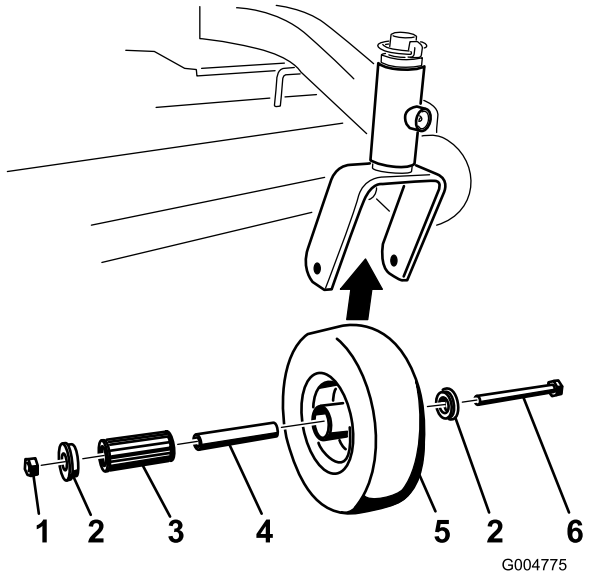

Figura 44
1. Retire la contratuerca y el perno que sujetan la rueda giratoria a la horquilla (Figura 44).
2. Retire un solo casquillo y tire del casquillo intermedio y del cojinete de rodillos para sacarlos del cubo de la rueda (Figura 44).
3. Retire el otro casquillo del cubo de la rueda y limpie la grasa y la suciedad del cubo de la rueda (Figura 44).
4. Inspeccione el cojinete de rodillos, los casquillos, el casquillo intermedio y el interior del cubo de la rueda para comprobar que no están desgastados. Cambie las piezas defectuosas o desgastadas (Figura 44).
5. Para montar el conjunto, coloque un casquillo en el cubo de la rueda. Engrase el cojinete de rodillos y el casquillo intermedio y deslícelos en el cubo de la rueda. Coloque el segundo casquillo en el cubo de la rueda (Figura 44).
6. Instale la rueda giratoria en la horquilla y fíjela con el perno y la contratuerca. Apriete la contratuerca hasta que el casquillo intermedio se apoye contra el interior de las horquillas de las ruedas giratorias (Figura 44).